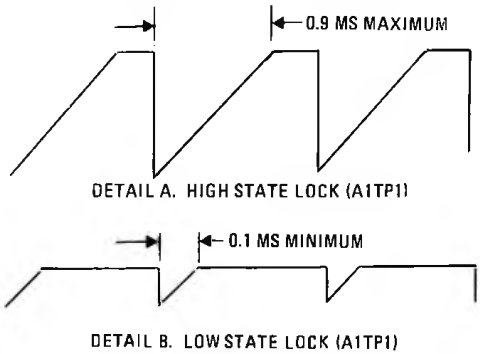

Figure 4. Ramp Waveshapes at A2A14A1TP1-Properly Adjusted Module
Adjustment of Low Band PLL Module A2A14 will be required if the VCO does not lock on frequency within one-half second, from resetting one of the last three frequency selector digit switches, or if the module jumps in and out of lock. By measuring the voltage at A2A14A2TP1, the Dc voltage will decrease in incremental steps from approximately 6.6 Vdc in the RF-131 (8.2Vdc in the RF550), at the XXX999 switch setting, to approximately 1.0Vdc in the RF-131 (4.0Vdc RF-550) at XXX000 setting. Lock is indicated by a steady frequency at the module output, and ramps which truncate at the same Dc level at A2A14A1TP1, as shown in figure 4.
able to lock at two different levels, high and low, as shown in Figure 4.
f. Adjust A2A14A2R1 so that high state lock conforms to that shown in Detail A of Figure 4 and low state lock conforms to that shown in Detail B.